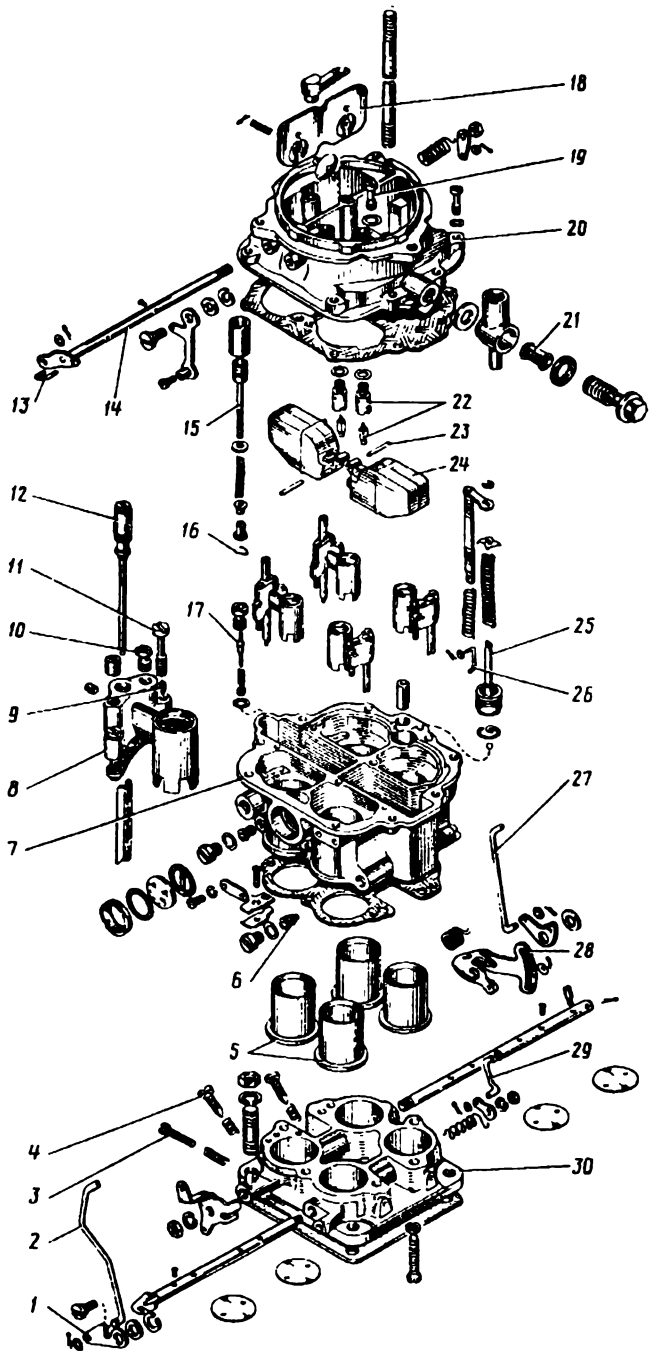

Рис. 64. Карбюратор в разобранном виде:
1. Расшплинтуйте и снимите тягу *27* (рис. 64) малой частоты вращения холостого хода двигателя.